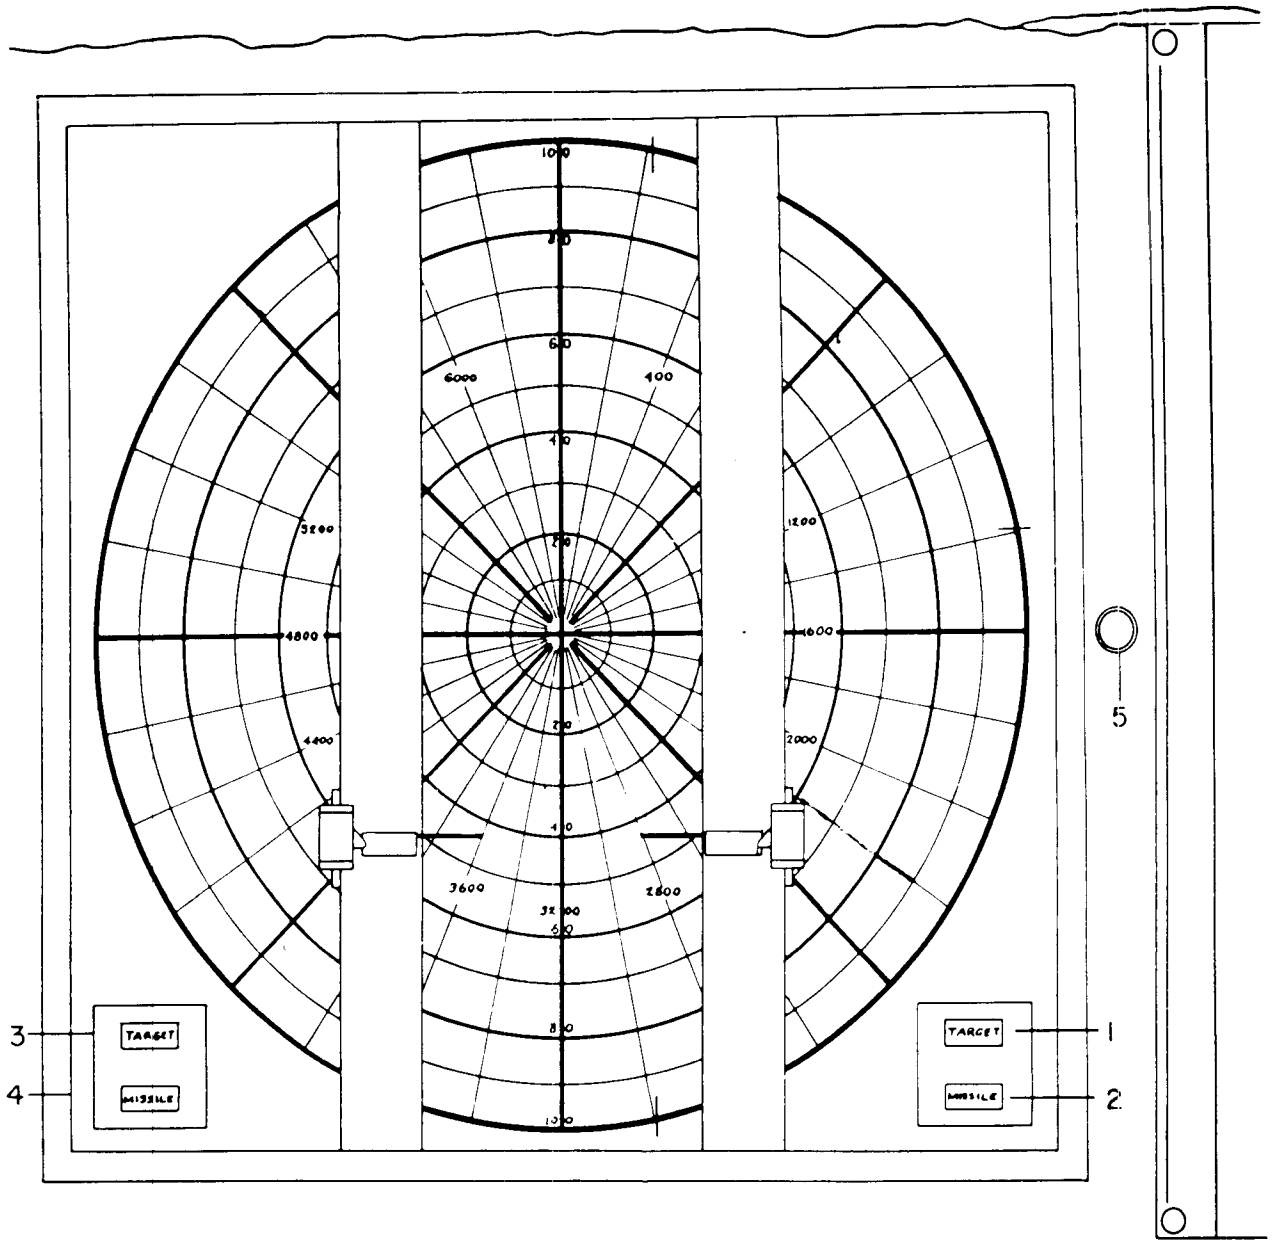

*Figure 11. Horizontal plotting board.*
(4) *Horizontal plotting board.* Figure 11 and table VI show the indicators and controls on the horizontal plotting board.